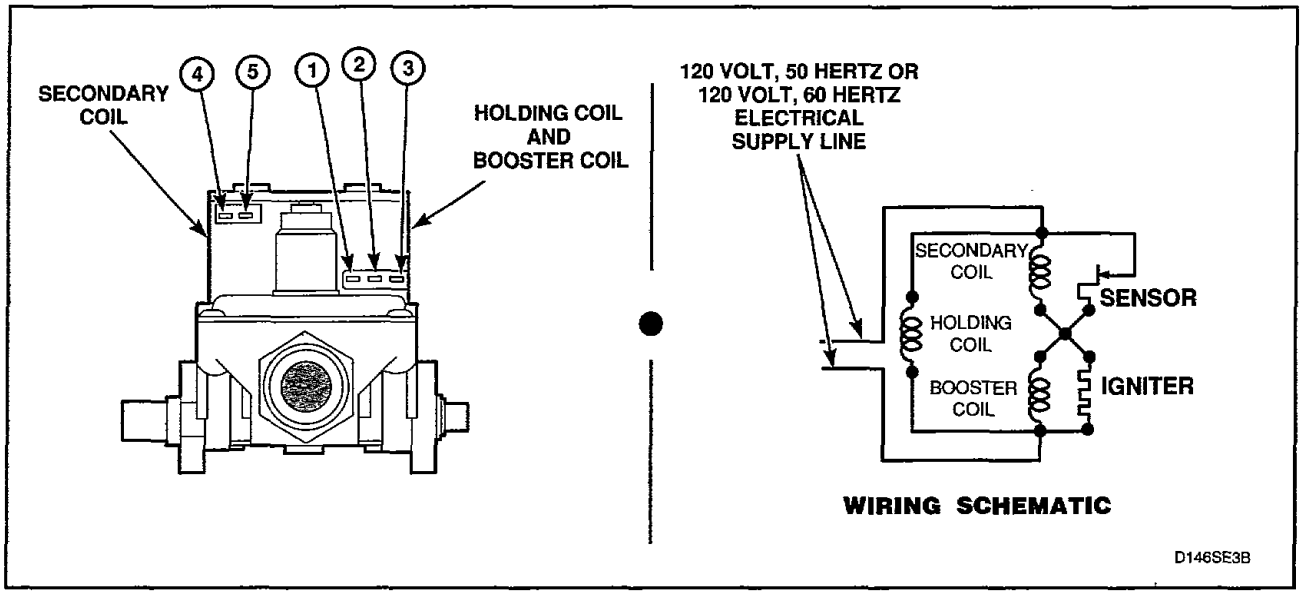

Figure 49
40. BURNER SYSTEM OPERATION (Gas Models - *Figure 49*)
41. IGNITION SYSTEM FEATURES (Gas Models - *Figure 49*)
d. Remove valve wire harness disconnect block from the holding and booster coil, *Figure 49.*
f. Set test meter to read AC voltage and apply meter probes into terminals on the dryer harness that would correspond to terminals "1" and "2" on the coil, *Figure 49.* Meter should register line voltage in all temperature settings, except FLUFF which should read "zero" VAC.
d. Remove disconnect blocks from gas valve coils, *Figure 49.*